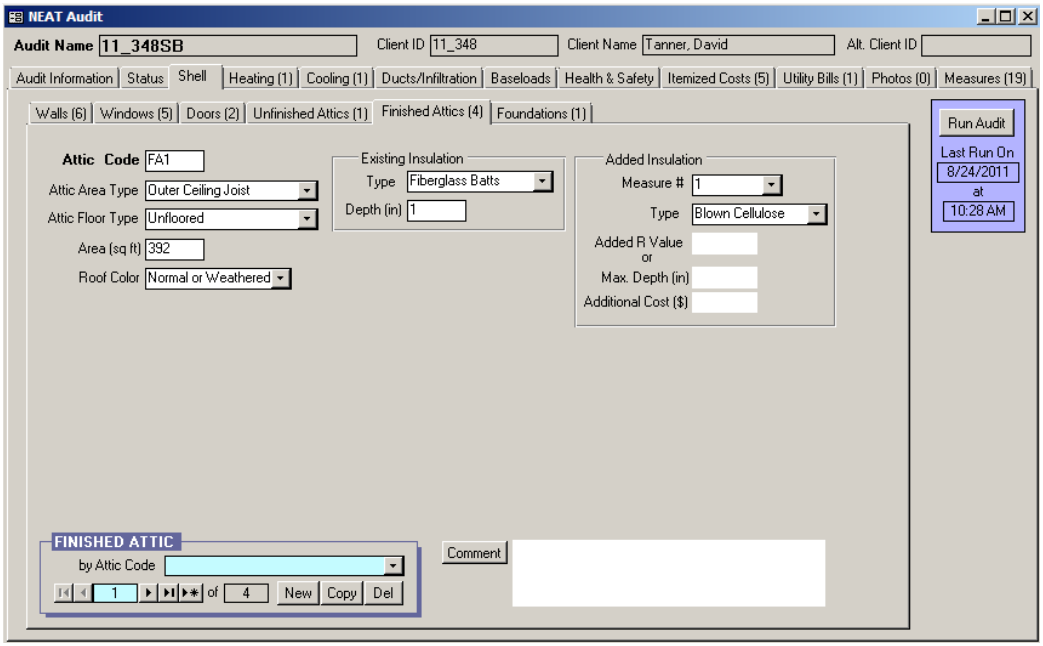
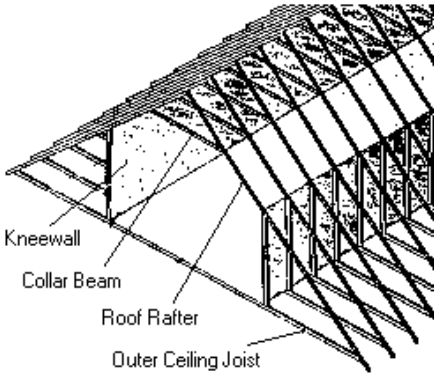

Figure 9.6. The Finished Attics form under the Main Menu's "NEAT" button.
Figure 9.7. Components of a finished attic.
The Finished Attics form (see Figure 9.6) under the Main Menu's "NEAT" button is used to enter information on finished attics in the house (i.e., attic areas that are included in the conditioned area of the home). Four types of finished attic components can be described in NEAT: outer ceiling joist, collar beam, knee wall, and roof rafter (see Figure 9.7 and the Attic Area Type field described below).
- **Attic Area Type** – Select what type of finished attic area this is. The choices as shown in Figure 9.7 are Outer Ceiling Joist, Collar Beam, Kneewall, and Roof Rafter. *Required*.